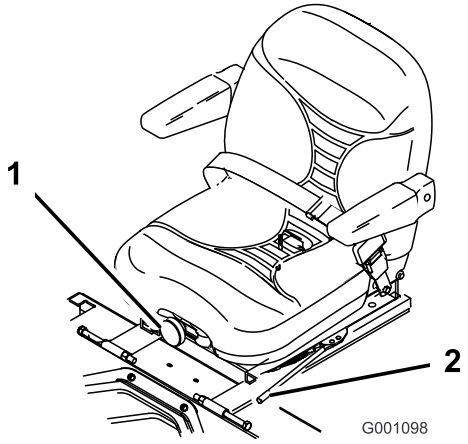

Figur 26
1. För spaken i sidled för att låsa upp sätet och justera det (Figur 26).
Justera genom att vrida ratten i endera riktningen för att uppnå bästa bekvämlighet (Figur 26).